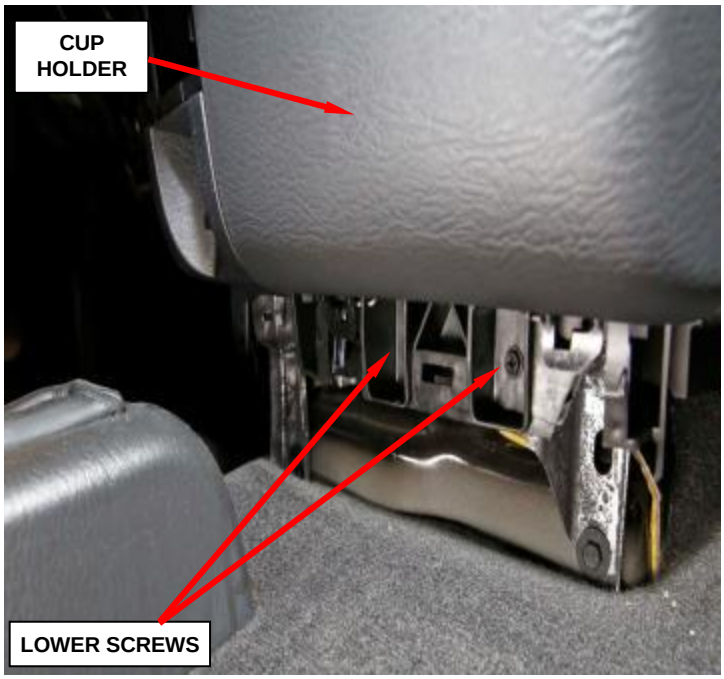

**Figure 9 – Lower Cup Holder Screws**
c. Remove and save the two lower screws that secure the cup holder to the instrument panel (Figure 9).